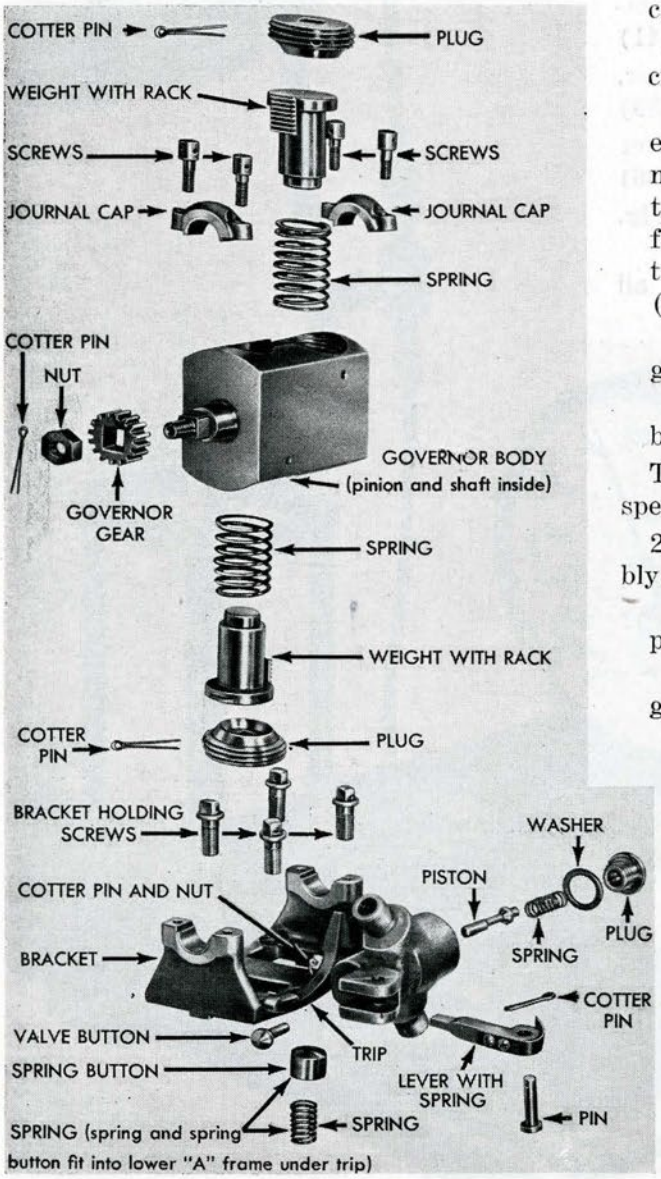

Figure 221
4. Overhaul, assemble, and test governor bracket assembly (Fig. 221):
5. Overhaul and assemble governor body assembly (Fig. 221):